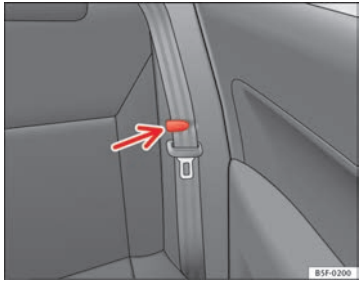

Fig. 82 Clip to support the seat belt
– Place the side seat belts in the trim clip ⇒ Fig. 82.